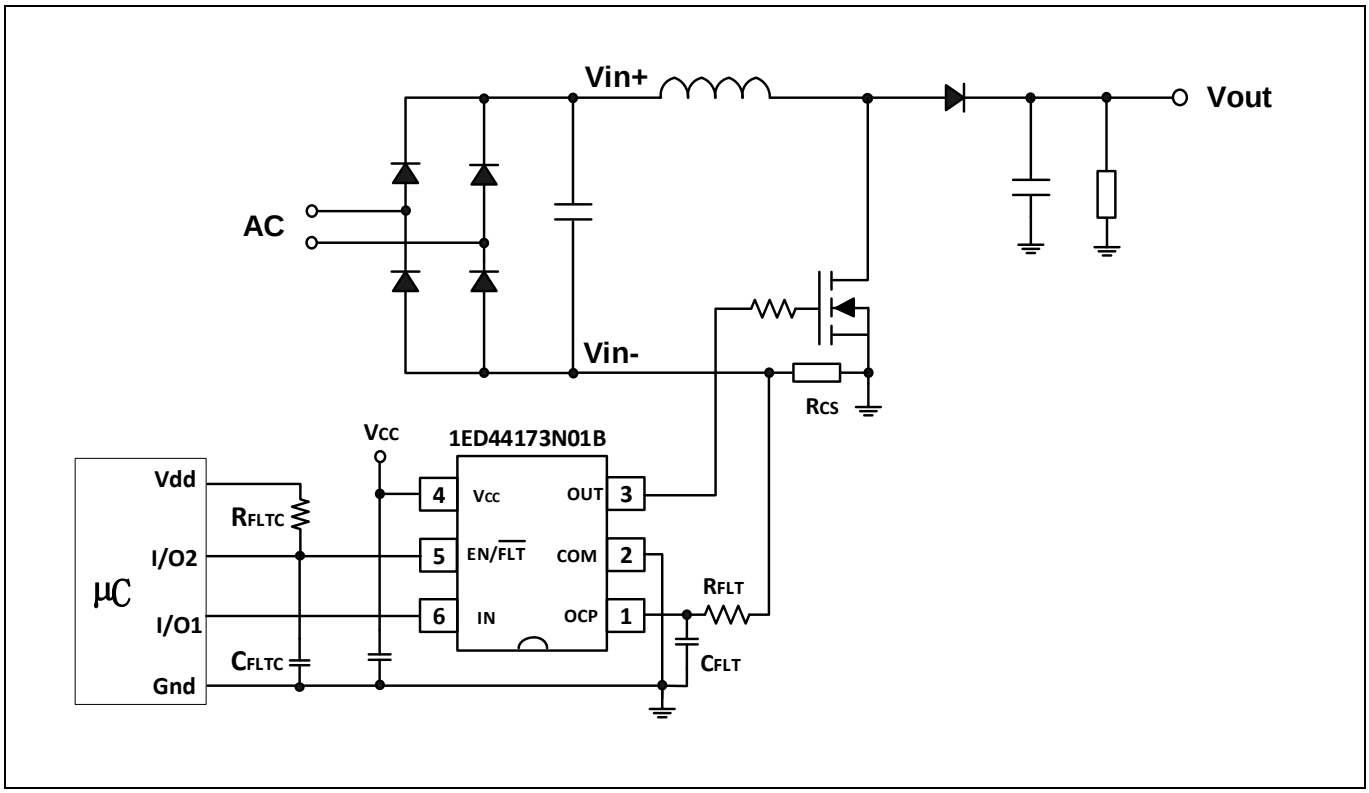
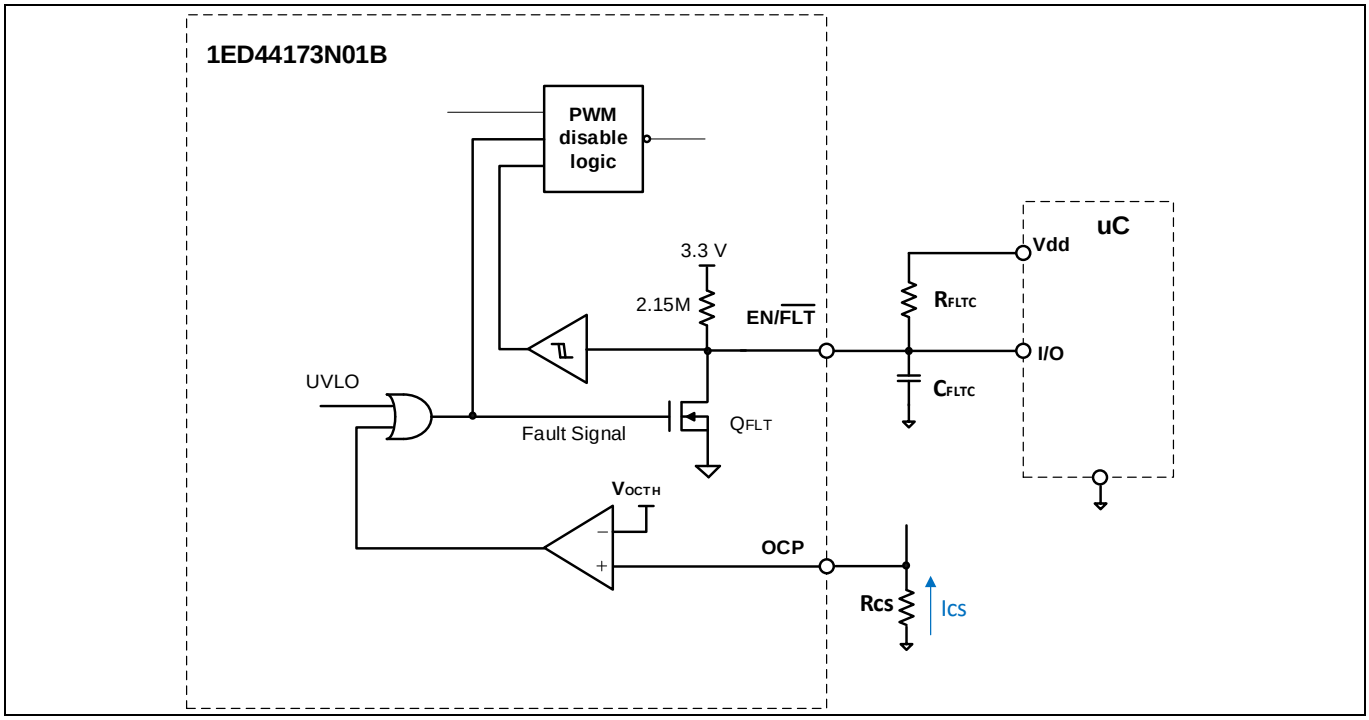

Figure 5 Application circuit example of active power factor correction (APFC) with R_{CS} for OCP
Figure 11 Diagram of the fault output circuit and fault clear time setup
- The R_{CS} should be connected between the pin of system ground and the input power return to detect short-circuit current (refer to Figure 5). An RC filter needs to be connected between the shunt resistor and the OCP pin if the internal blanking time is not sufficient to eliminate the noise.
Figure 5 shows a typical application circuit of 1ED44173N01B for the interface schematic with control signals connected directly to a XMC™ µC.
The length of the fault clear time period (t_{FLTC}) is determined by exponential charging characteristics of the capacitor where the time constant is set by R_{FLTC} and C_{FLTC}. Figure 11 and Figure 5 show that R_{FLTC} is connected between the external supply (V_{dd} = 3.3 V) and the EN/$\overline{FLT}$ pin, while C_{FLTC} is placed between the EN/$\overline{FLT}$ and COM pins. Actually the EN/$\overline{FLT}$ pin is pulled up to 3.3 V with a 2.15 MΩ pull-up resistor internally.